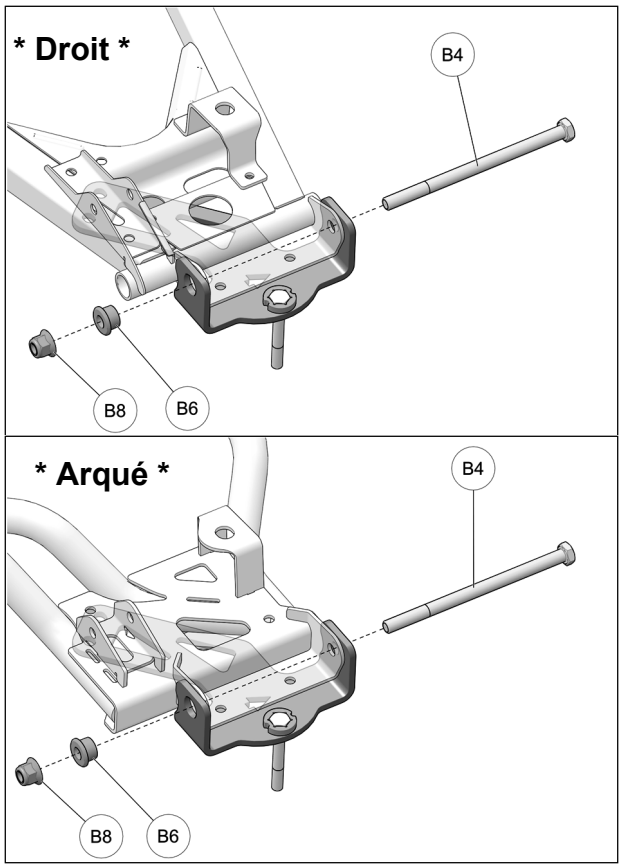

Fig. 7
7. Aligner les trous de l'ancrage et ceux du bras de suspension. Installer la douille à épaulement (**B6**) a sa position dans l'ancrage et le bras de supension. Insérer le nouveau boulon M12x190mm (**B4**) à travers l'ancrage, le bras de suspension, le moyeu de roue et la douille. Fixer le boulon avec l'écrou M12 (**B8**) fourni. Ne pas serrer l'écrou immédiatement. Voir la Fig. 7